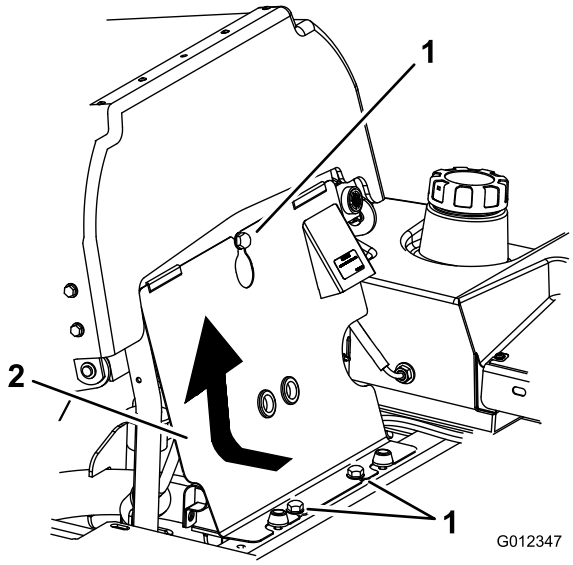

Figur 44
1. Vipp setet fremover, løsne boltene og ta bort det fremre motorpanelet (Figur 44).